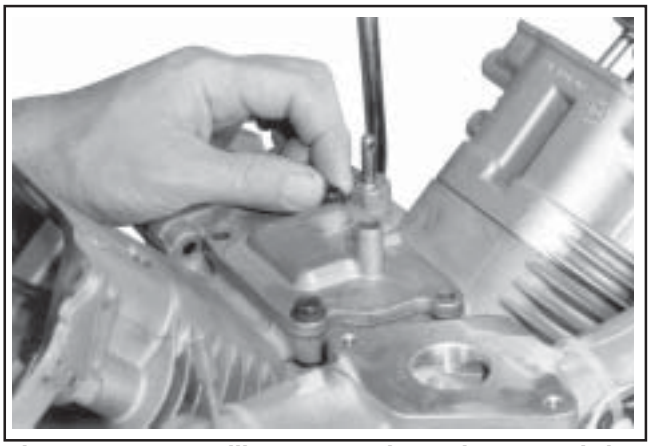

Figure 11-58. Installing Screws (Locations 3 and 4).
6. Carefully position the breather cover on the crankcase. Install first two hex flange screws at positions shown in Figure 11-58 and finger tighten at this time.